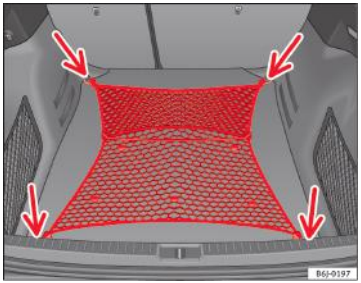

Fig. 95 Plasă portbagaj retractabilă întinsă
– Fixaţi plasa din portbagaj în cele patru inele de ancorare -săgeata- ⇒ fig. 95.